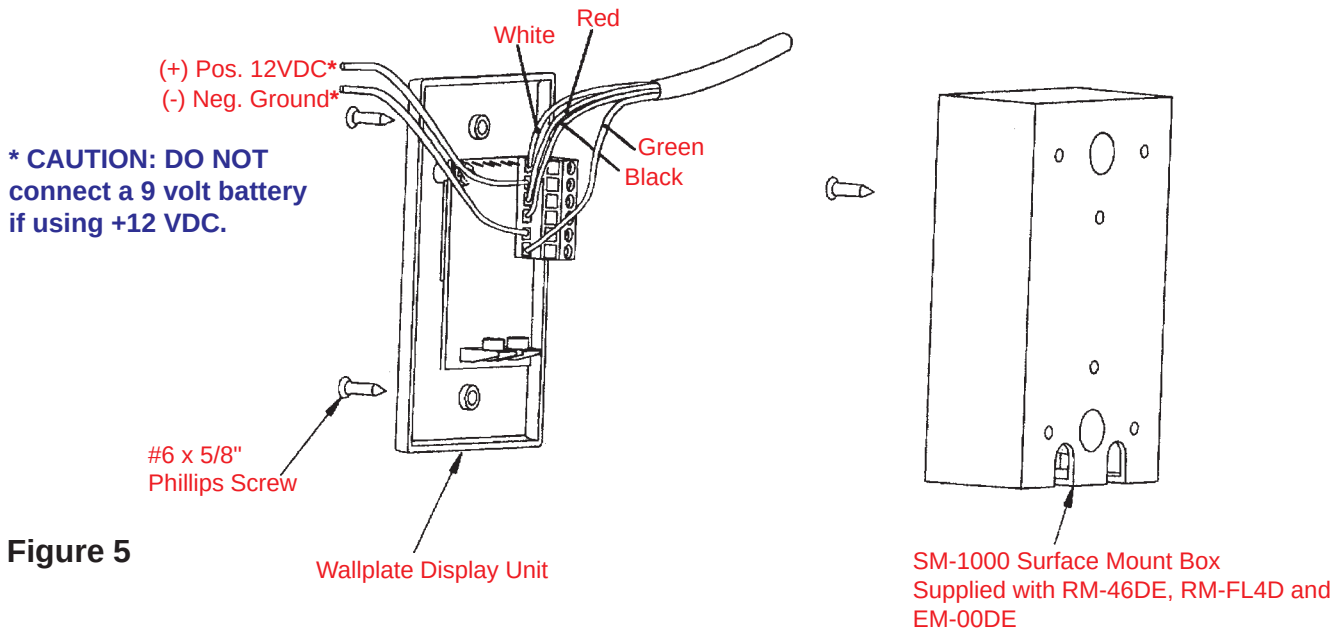

Figure 5
Step 13. See Figure 5. If using the SM-1000 surface mount box, feed cable through hole in box. Connect wires coming from sensor on roof to wall plate display in coach. Strip wires 1/4". It is **IMPORTANT** to connect the wires properly at roof and at wall plate. System is designed to use **clean** +12 VDC from RV **OR** a 9 volt battery (*not both*). **(DO NOT USE power from lighting circuit.)** Connect the White, Red, Green, Black wires before connecting the +12 volt wires. Make sure all wires are in proper place before applying power. When inserting and tightening the wires into terminals on back of display board, be sure you have clamped on the bare wire conductor and not the insulation.